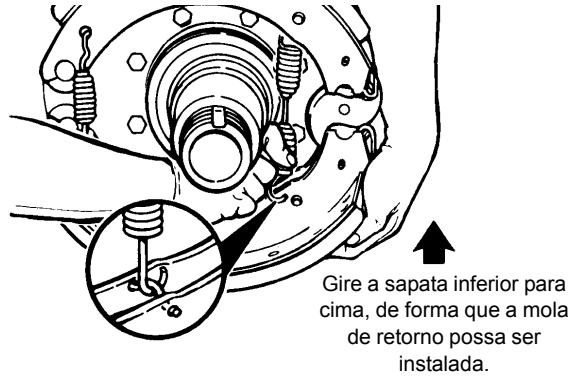

FIGURA 8-47
2. Gire a sapata inferior do freio para frente e instale uma nova mola de retorno da sapata do freio (consulte a Figura 8-47).